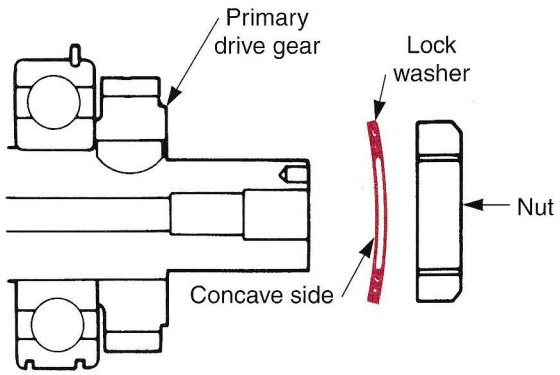

Figure 21-10. When installing a lock washer, the concave side should face inward or away from the nut. (American Suzuki Motor Corporation)
8. Assemble lock washer with the concave side in as shown in **Figure 21-10.**